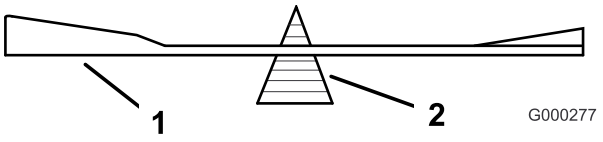
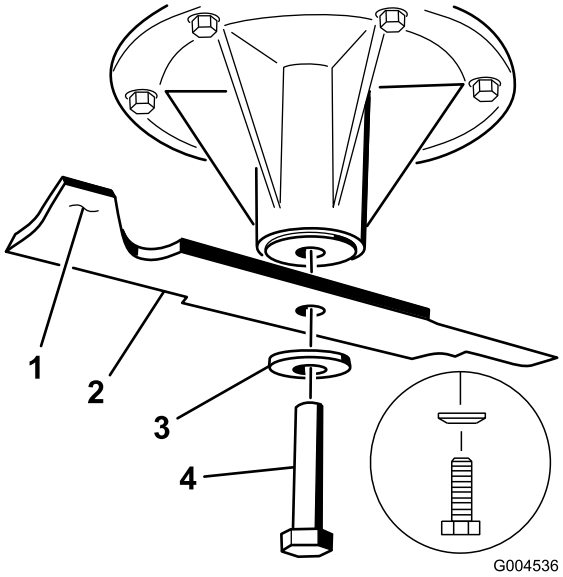

Figur 94
Figur 95
2. Kontrollera knivens balans med en knivbalanserare (Figur 94). Om kniven stannar kvar i ett horisontellt läge är den i balans och kan användas. Om kniven inte är balanserad kan du fila bort lite metall från knivens segeldel (Figur 95). Upprepa proceduren tills kniven är balanserad.
1. Montera kniven på spindelaxeln (Figur 95).
2. Montera fjäderbrickan och knivskruven. Fjäderskivans kon måste monteras mot skruvens huvud (Figur 95). Dra åt knivskruven till ett moment på 115–150 Nm.